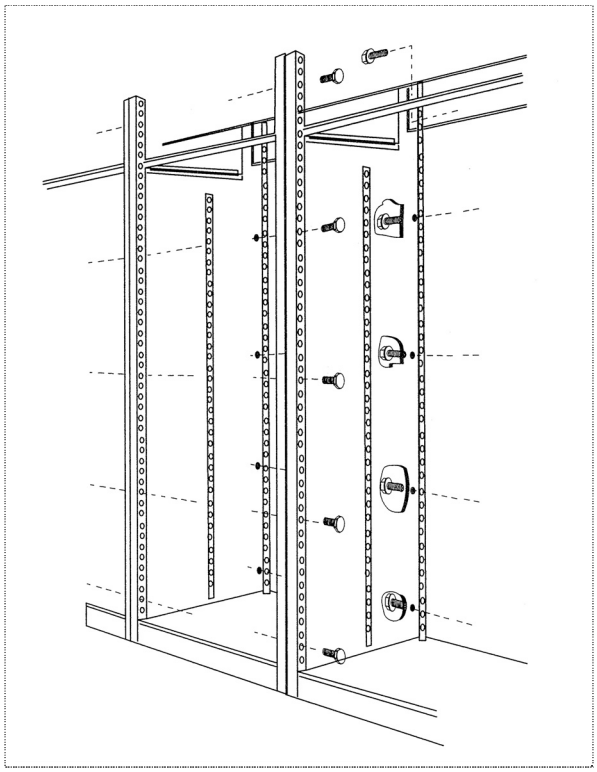

Рисунок 2-12: Соединение шкафов
- Прикрепите лицевую панель с опорной планкой, поз. 2, к шкафу, поз. 1, четырьмя болтами с шестигранными головками M8x10. Для сборки, снимите вертикальную шину заземления внутри шкафа, поз. 1. Прикрепите четыре болта с шестигранными головками внутри шкафа, поз. 1, к лицевой панели, поз. 2, (см. Рисунок 2-12). Установите на место шину заземления.